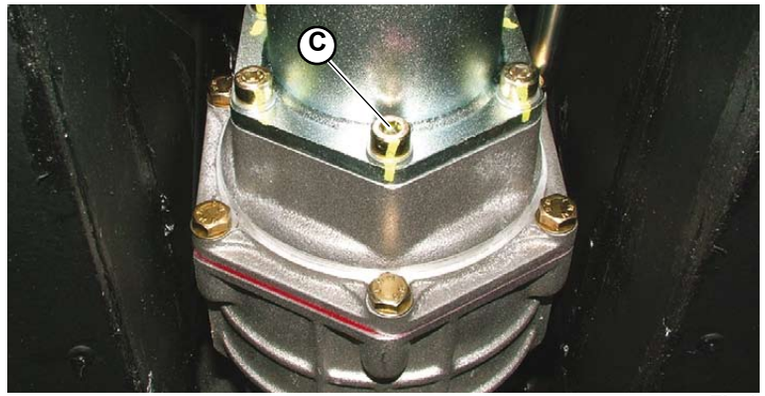

Fig.2
3. Unscrew propeller shaft/gearbox coupling (**C-Fig.2**).